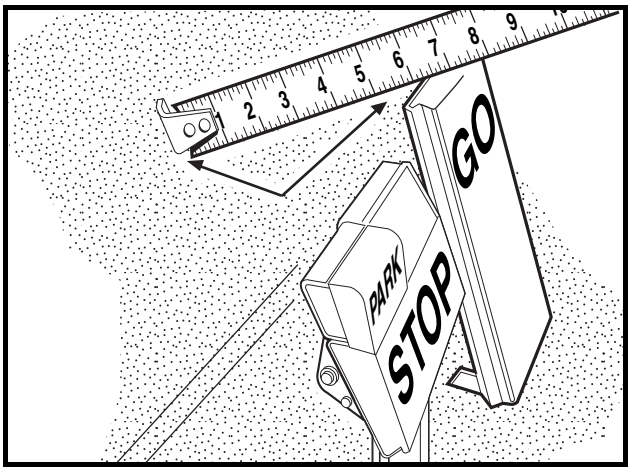

Figure 5-25 Accelerator Pedal Height Measurement
3.3. With the park brake unlocked, measure and note the distance from the top of the accelerator pedal to the floorboard, then lock the park brake **(Figure 5-25, Page 5-18)**.